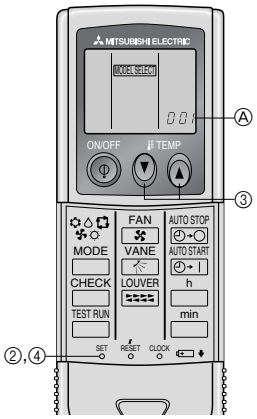

Fig. 6-6
3) Einstellung (Fig. 6-6)
① Batterien einlegen.
② SET-Taste mit einem spitzen Gegenstand drücken.